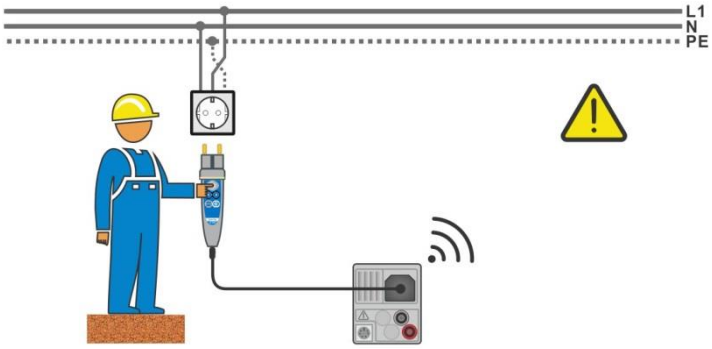
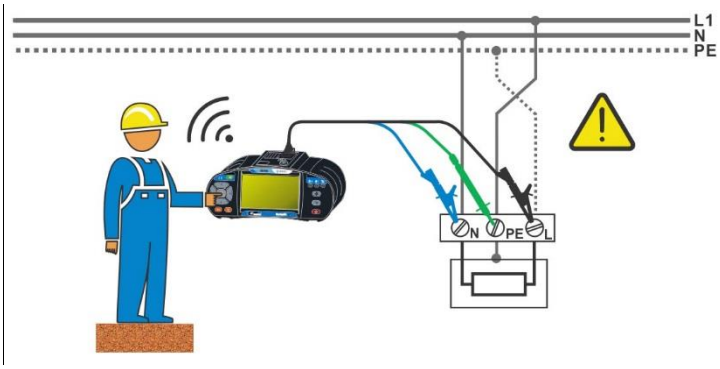

Figure 1.1: Reversed L and PE conductors (plug commander)
Figure 1.2: Reversed L and PE conductors (application of 3-wire test lead)
- Connect test leads to the object under test, see ***Figure 1.1*** and ***Figure 1.2***.